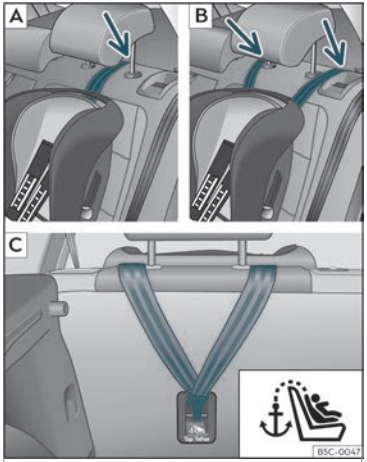
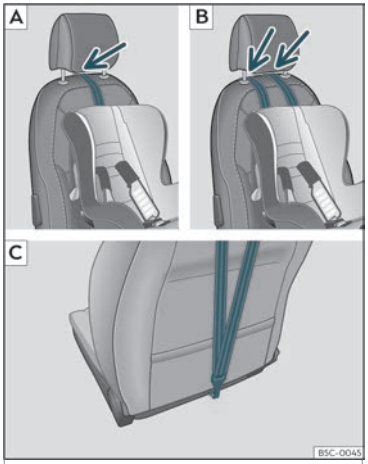

Abb. 29 Rücksitze: Einstellung und Einbau je nach Top Tether-Gurt.
Abb. 30 Beifahrersitz: Einstellung und Einbau je nach Top Tether-Gurt.
- Führen Sie den Gurt unter der Kopfstütze durch (in Abhängigkeit der Gebrauchsanweisungen des Kindersitzes ggf. Kopfstütze anheben oder entfernen)››› **Abb. 29** A/B, ››› **Abb. 30** A/B.
- Den Haltegurt nach hinten führen und ordnungsgemäß in die Verankerung an der Rückseite der Sitzlehne einhaken››› **Abb. 29** C, ››› **Abb. 30** C.